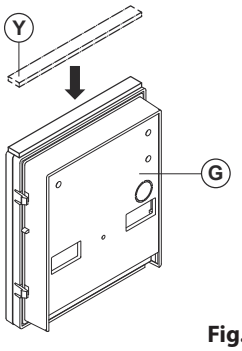

Fig. 65
3. Apply the Ⓨ neoprene seal on top of each module Ⓖ as shown in **Fig.65**;